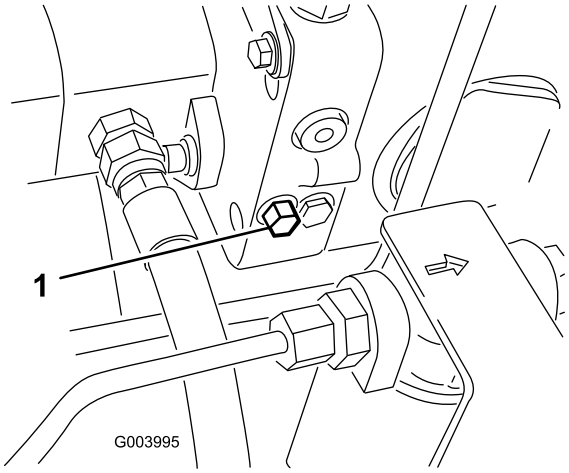

Figur 24
1. Omløpsventilen er plassert på venstre side av hydrostaten (Figur 24). Vri bolten halvannen omdreining for å åpne den og la olje gå utenom internt. Siden du går utenom giroljen, kan du flytte maskinen sakte uten at drivverket skades.